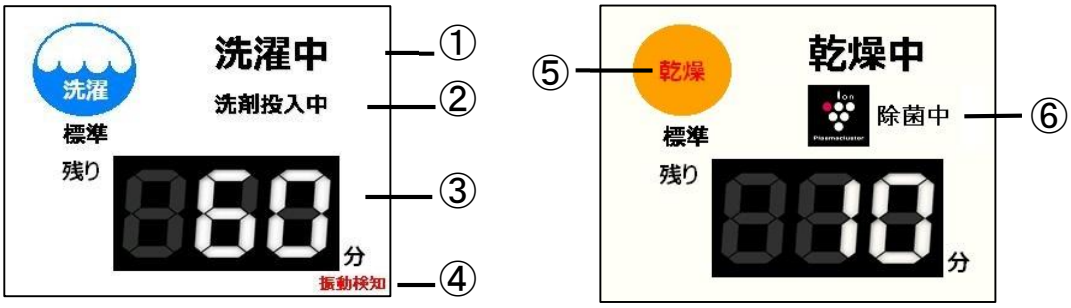

図 7-2
7. 1. 2 運転中の画面（図 7-2）
① 現在の工程が表示されます。
② 洗剤・助剤の投入状態が表示されます。
③ 残りの運転時間が表示されます。
④ 振動検知スイッチが作動していると表示されます。（7. 1. 7 参照）
⑤ 乾燥工程時、燃焼中は乾燥が赤文字になります。
⑥ 乾燥運転時にプラズマクラスターイオンが供給され、槽内にイオンを放出して衣類を除菌※します。
振動検知スイッチが作動している時に、図 7-2 のように画面の中に赤字で“振動検知”と表示されます。
運転中の画面(図 7-2)を長押ししてメイン画面に移動します。その後、試運転画面に移動します。試運転画面で 停止 を 2 回押すことで、機械を完全停止できます。(図 7-22)